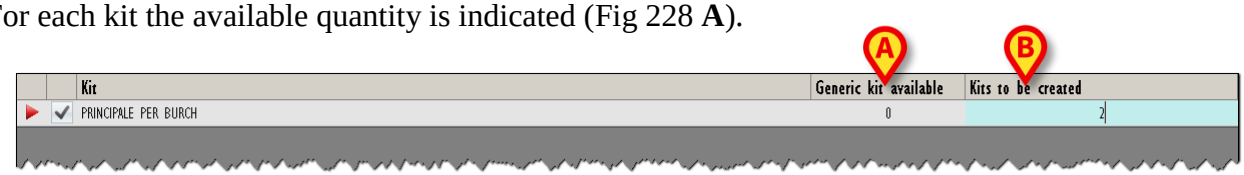

Fig 228
For each kit the available quantity is indicated (Fig 228 **A**).
- Insert the number of generic kits to be created in the field indicated in Fig 228 **B**.